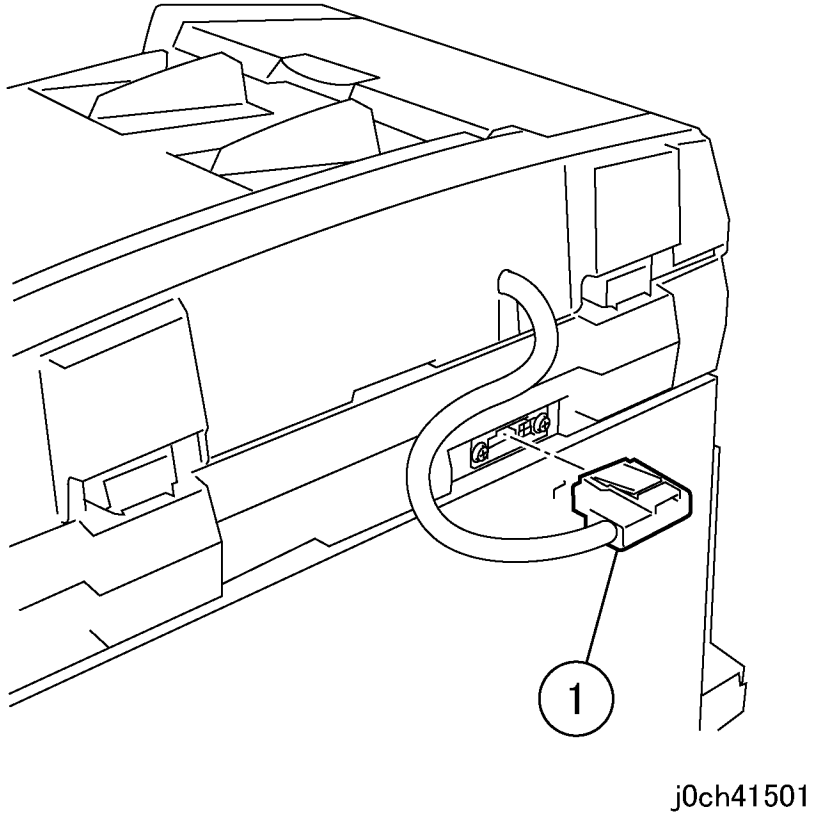

Рисунок 3 Отсоединение разъема (j0ch41501)
4. У аппаратов с DADF/ADF отсоедините разъем от DADF/ADF (рисунок 3).